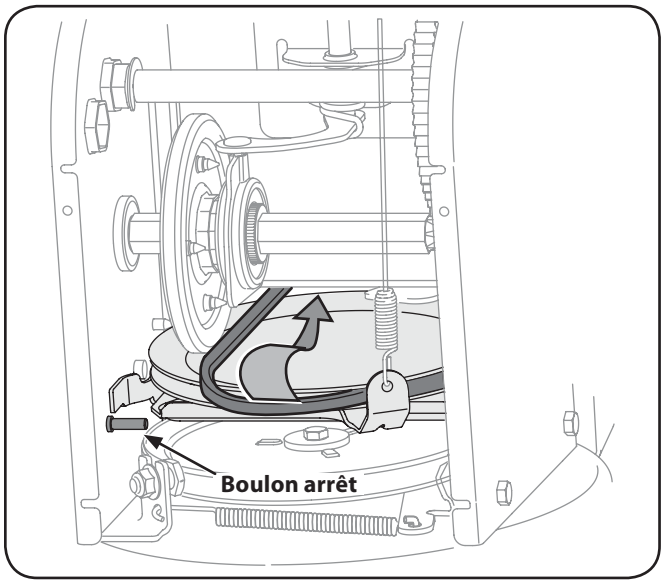

Fig. 7-7
6. Retirez le boulon d'arrêt pour augmenter l'écartement entre la plaque d'entraînement et la roue de frottement. Voir la Figure 7-7.
7. Dégagez la courroie de transmission de la poulie et de l'espace entre la roue de frottement et le plaque d'entraînement. Voir la Fig. 7-7.